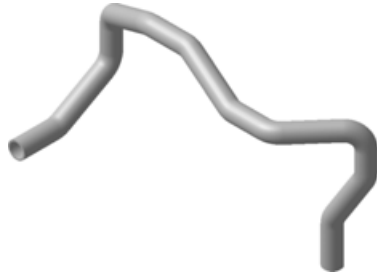

Рис. 8.76
- Откройте для редактирования в новом окне созданный компонент **Труба**. Установите ориентацию **Изометрия XYZ**, отображение **Полутоновое** и максимальную точность отрисовки (рис. 8.76). Закройте окно.